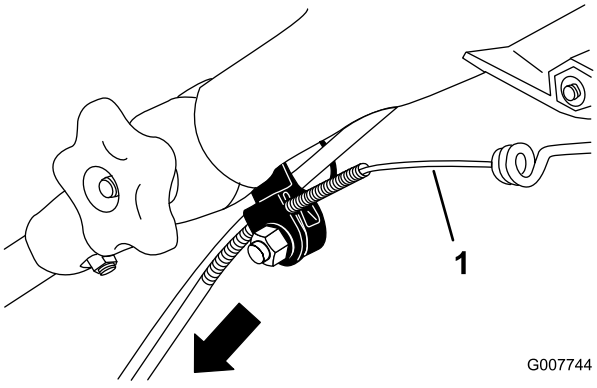

Figur 37
3. Dra kabelhöljet nedåt så att den exponerade kabeln sträcks (Figur 37).